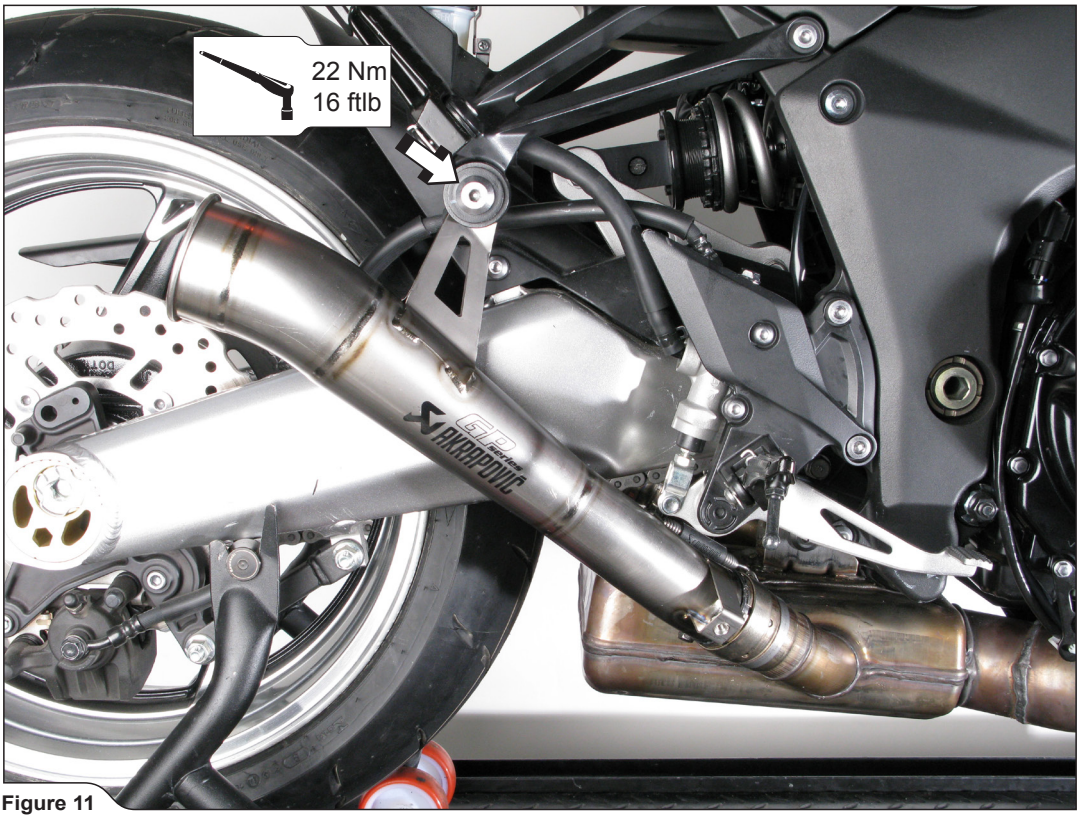

Figure 11
4. **For Slip-On Megaphone only:** slide the Megaphones all the way into the stock collector outlets, align the Megaphones in respect to the motorcycle and tighten the brackets, using stock bolts, washers and nuts **(Figure 11).**